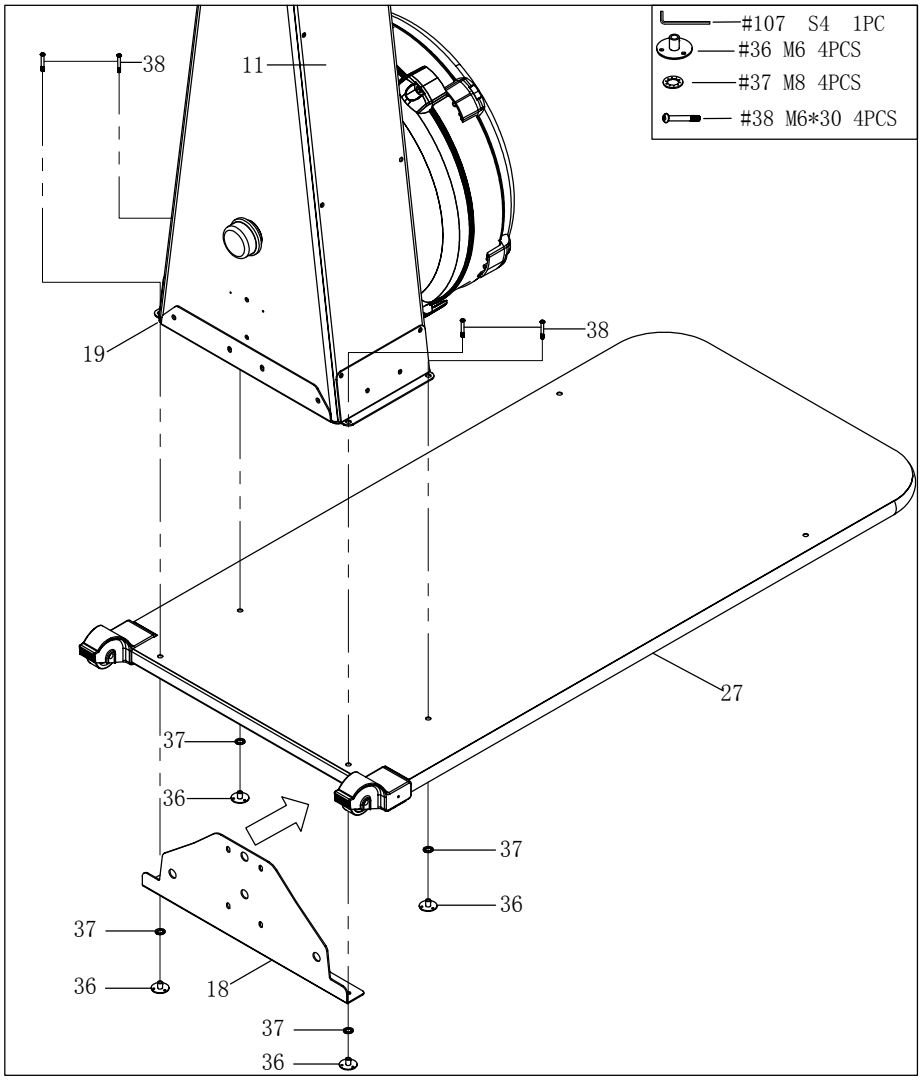

Fig. 7
2. Remove the four bolts (38) from the bottom plate (27).
3. Fix the bottom plate (27) and the strengthening plate (18) to the main frame (11) with four bolts (38), four lock washers (37), and four lock nuts (36) (Fig. 7).